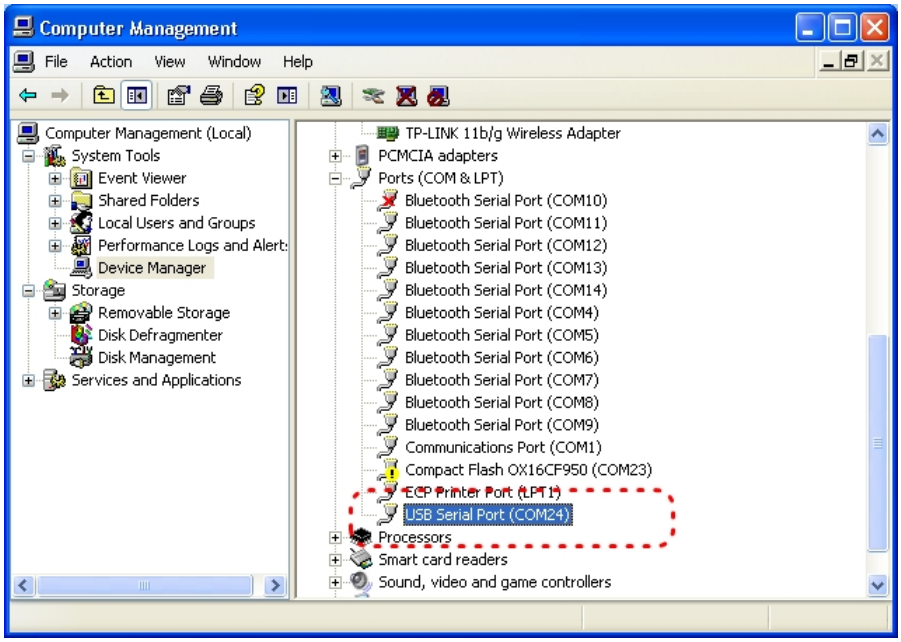

Figura 3
Si usa un adaptador USB, la lista de puertos se actualiza para mostrar el nuevo dispositivo. El adaptador de interfaz USB LA GARD puede identificarse en la lista como **USB Serial Adapter**. El puerto virtual COM asignado al puerto USB en el que está instalado actualmente el adaptador aparece a continuación del nombre del dispositivo (figura 3).
- Si el puerto COM se ha configurado incorrectamente vuelva a la ventana de configuración (figura 3) y seleccione el puerto COM correcto.